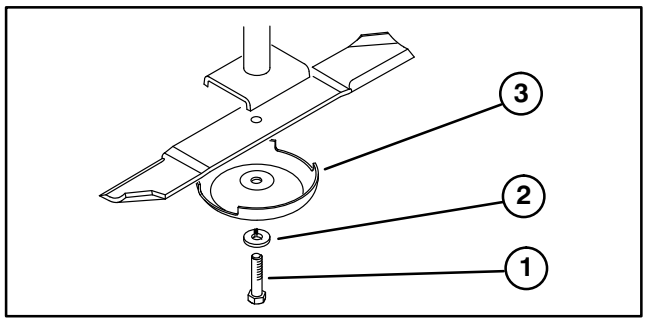

Figure 5
1. Grasp end of blade using a glove or thickly padded glove. Remove blade bolt, flatwasher, anti−scalp cup and blade from spindle shaft (Fig. 5).